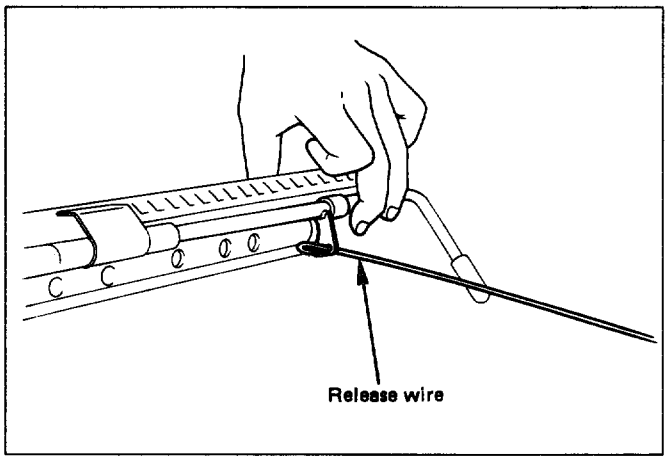

Fig. 10-196
- Disconnect the release wire and remove the fixing bolts (Fig. 10-196).